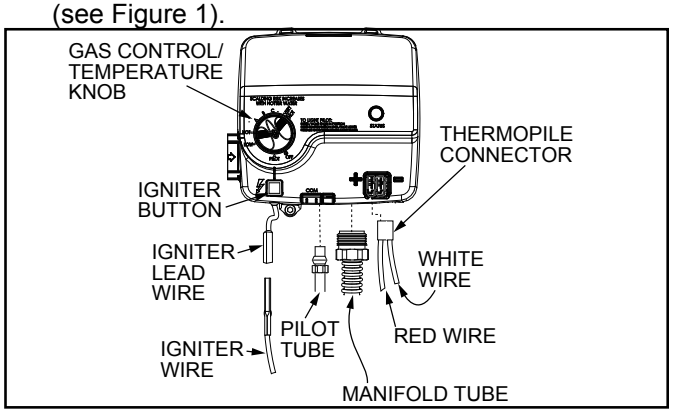

Figure 33
1. Turn the gas control/temperature knob to the “OFF” position (see Figure 31 and Figure 33).
4. Disconnect the igniter wire from the igniter lead wire. Use needle nose pliers to disconnect the thermopile connector. Disconnect the pilot tube (7/16” wrench) and manifold tube (3/4” wrench) at the gas control valve/thermostat (see Figure 33).
4. Disconnect the following from the gas control valve/thermostat: pilot tube (7/16” wrench), igniter wire (from the igniter lead wire), and manifold tube (3/4” wrench) (see Figure 33).
5. Use needle nose pliers to disconnect the thermopile connector from the gas control valve/thermostat (see Figure 33).
6. Reconnect the manifold tube (3/4" wrench) and pilot tube (7/16" wrench) to the gas control valve/thermostat (see Figure 33). Do not cross-thread or apply any thread sealant to the fittings.
7. Connect thermopile connector to the gas control valve/thermostat (see Figure 33).
8. Reconnect the igniter wire (see Figure 33).